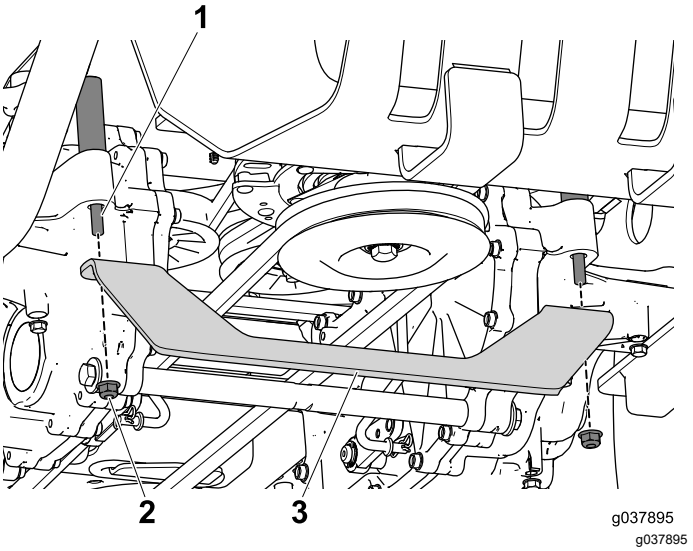

Figure 21
1. Remove the 2 flange nuts from the support bolts on the left and right transmissions and set them aside (Figure 21).
2. Align the bracket to the support bolts and secure them with the 2 flange nuts you removed in the previous step (Figure 21).